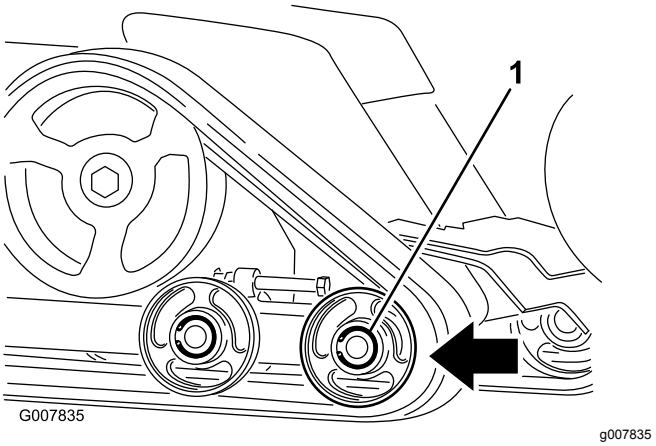

Figuur 47
6. Druk het voorste wegwiel zo ver mogelijk naar achteren (Figuur 47).
8. Neem de rupsband van de machine als de band van het wegwiel gelopen is (Figuur 47).
9. Begin bij de kettingwielaandrijving als u de nieuwe rupsband rond de aandrijving plaatst. Controleer of de aansluitpunten van de rupsband tussen de afstandsstukken op de aandrijving passen (Figuur 47).
10. Duw de rupsband onder en tussen de voorste en middelste wegwielen (Figuur 47).